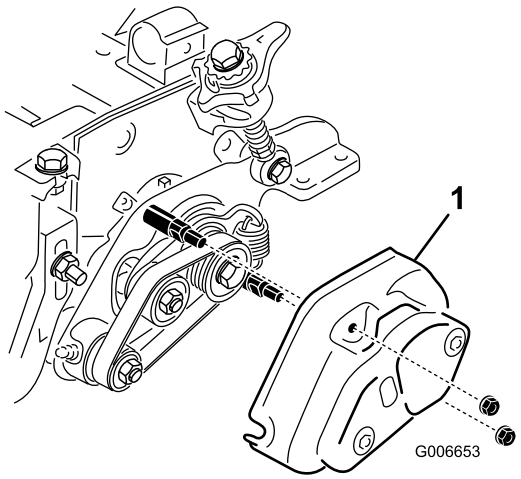

Figura 13
24. Instale a cobertura do rastelo e fixe-a com (2) porcas flangeadas de 5/16 pol. (Figura 13).